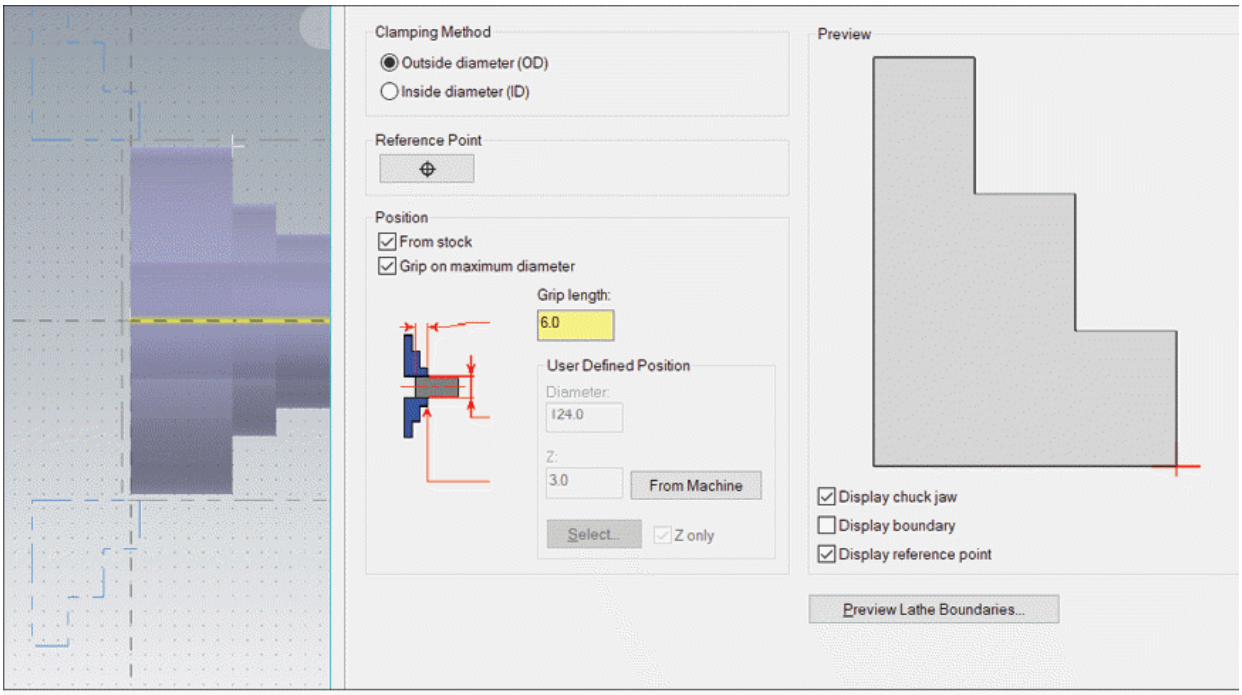

Figure-115. Parameters for chuck jaws
- Select the **Outer diameter (OD)** check box from the **Clamping Method** area in the dialog box. Select the **From Stock** check box and **Grip on maximum diameter** check box from the **Position** area of the dialog box.
- Specify the **Grip length** as **6** in the edit box; refer to Figure-115.